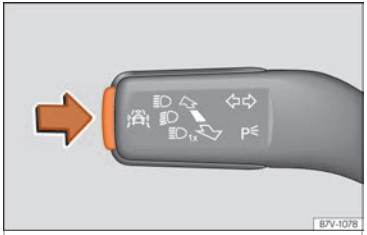

Fig. 48 On the turn light and main beam lever: key for driver assistance systems.
- Briefly press the button ››› Fig. 48 in the direction of the arrow to open the menu **Assistance systems**.